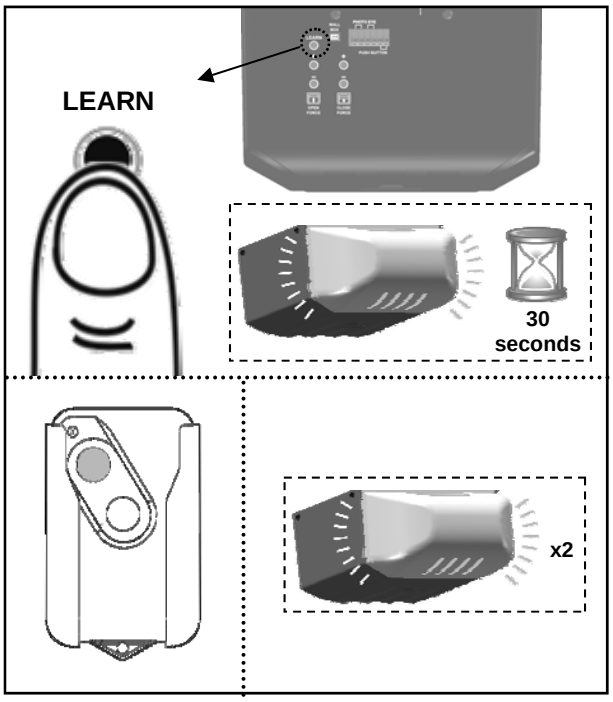

Fig.2
1. Appuyez / relâcher le bouton «learn» une fois sur le panneau de commande arrière, le LED "OK" s'allume et le signal BEEP. L'appareil est maintenant prêt à accepter un émetteur au cours des 30 prochaines secondes, comme indiqué dans la figure 2.